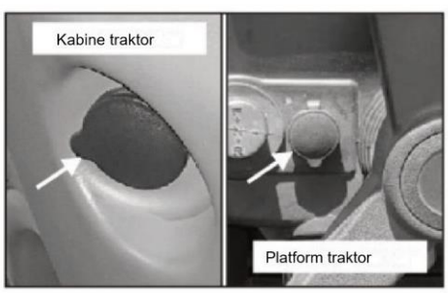

Fig. 3-3 (g)
3.3.3 Beacon Light Switch (valgfrit), Se fig. 3-3 (t)